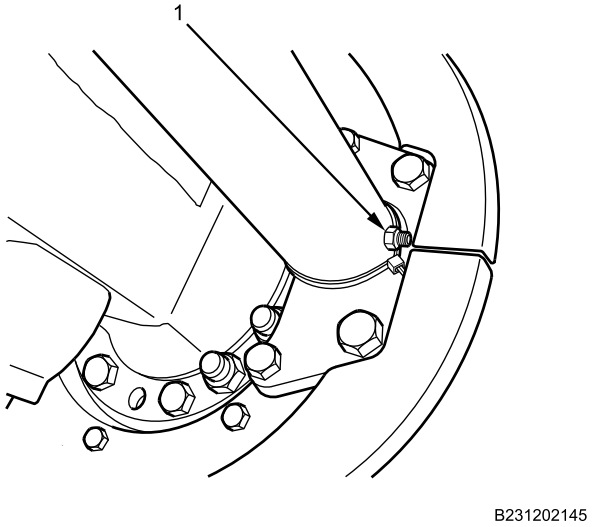

Figure 4. Grease Fitting.
6. Grease rear brake S-camshaft tube grease fitting (Figure 4, Item 1).